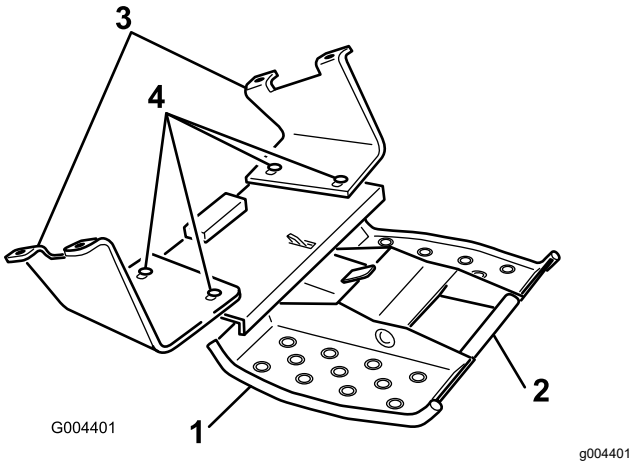

Rysunek 4
3. Złap za uchwyt podestu i pociągnij go do góry, aby rozsunąć podest (Rysunek 4).
4. Ręką poluzuj, ale nie wykręcaj, 4 śruby i nakrętki mocujące zespół podestu do wsporników montażowych (Rysunek 4).
7. Ustaw podest tak, aby był wyśrodkowany na maszynie (Rysunek 4), a następnie dokręć 4 śruby i nakrętki mocujące zespół podestu do wsporników montażowych z momentem od 91 do 113 N·m.